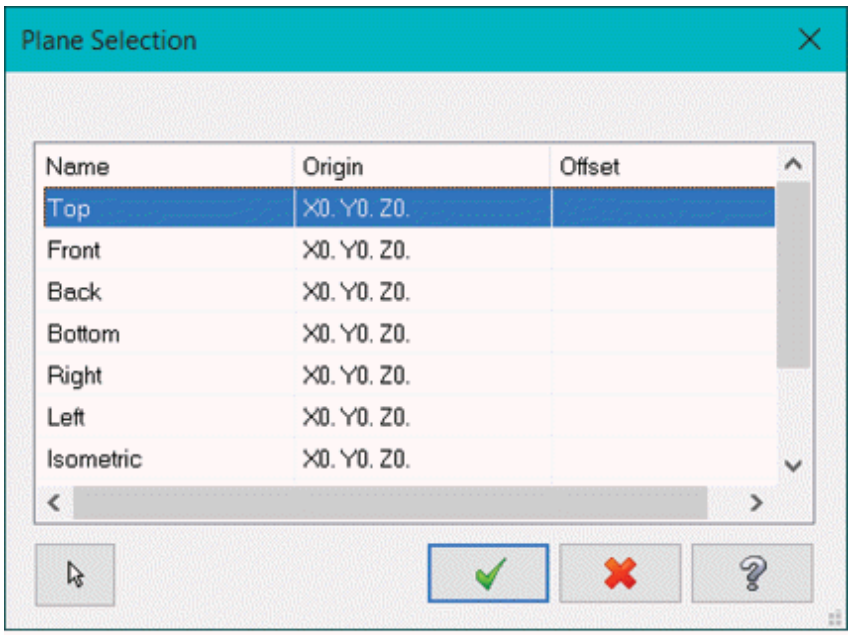

Figure-62. Plane Selection dialog box
- Click on the **Stock Plane** button near **Stock plane** check box to specify the plane to be used for aligning stock. The **Plane Selection** dialog box will be displayed; refer to Figure-62.